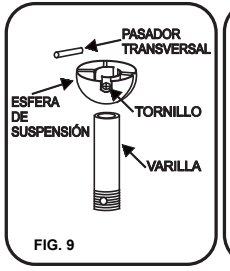

FIG. 9
Paso5. Afloje el tornillo fijo de la esfera de soporte y saque el perno y la esfera de soporte del tubo de montaje. (Fig. 9)